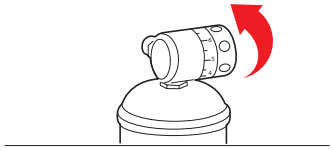

Fig. 1-16
24.4 - Per gli erogatori con acqua gassata, è necessario regolare la pressione del gas CO_2 per determinare il livello di gasatura agendo sulla manopola di regolazione del riduttore di pressione. Ruotando la manopola verso destra aumenta la pressione e di conseguenza la gasatura dell'acqua, ruotando la manopola verso sinistra diminuisce pressione e gasatura. I riduttori di pressione del gas CO_2, per bombole monouso con attacco M11 sono dotati di manopola di regolazione con scala graduata che indica il valore di pressione di taratura, vedi Fig. 1-16.